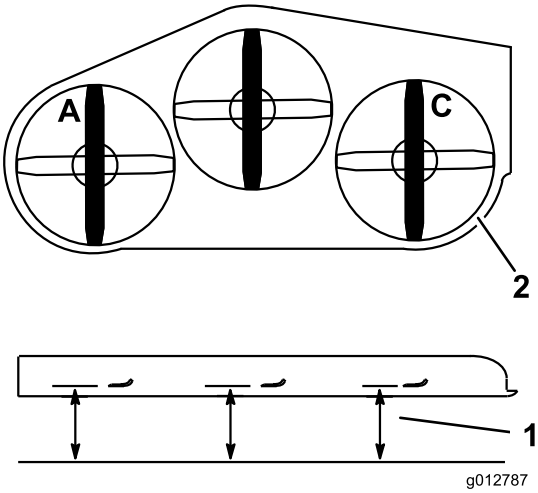

Figur 84
1. Placer venstre kniv på langs (Figur 84).
2. Mål den venstre kniv ved punktet **A** fra en plan overflade til knivspidsens skarpe kant, og noter dette tal ned (Figur 84).
3. Placer højre kniv på langs (Figur 84).
4. Mål den højre kniv ved punktet **C** fra en plan overflade til knivspidsens skarpe kant, og noter dette tal ned (Figur 84).
2. Placer venstre kniv på langs (Figur 84).
3. Mål den venstre kniv ved punktet **A** fra en plan overflade til knivspidsens skarpe kant, og noter dette tal ned (Figur 84).
4. Placer højre kniv på langs (Figur 84).
5. Mål den højre kniv ved punktet **C** fra en plan overflade til knivspidsens skarpe kant, og noter dette tal ned (Figur 84).